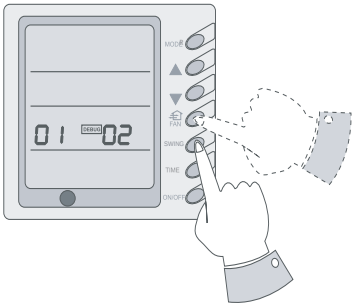

Рис.11
11) Проверка функций системы (рис.11)